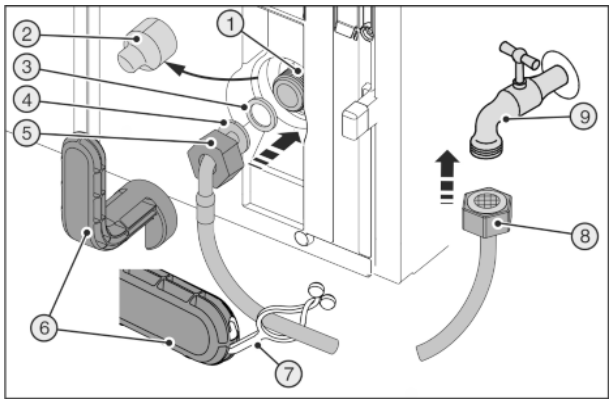
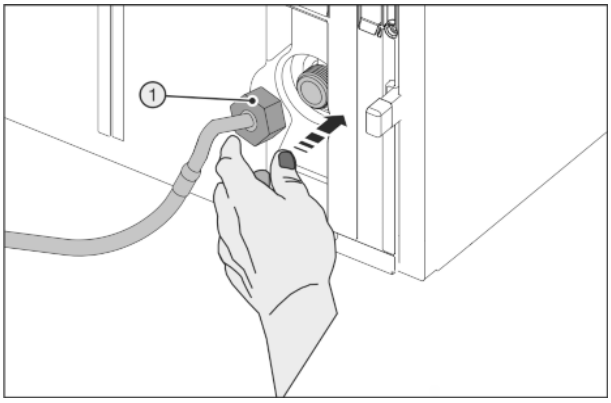

Fig. 28
Fig. 29
Broken auxiliary tool *Fig. 28 (6)*.
▶ Only use an auxiliary tool *Fig. 28 (6)* at room temperature.
▶ Remove the cover *Fig. 28 (2)*.
▶ Easy to fit: Place the straight end of the hose *Fig. 28 (8)* to the left on the floor.
▶ Slide the nut *Fig. 28 (5)* over the angled end of the hose *Fig. 28 (4)* up to the end and secure.
▶ Moisten *Fig. 28 (3)* the seal and push onto the nut *Fig. 28 (5)*.
▷ The seal *Fig. 28 (3)* lies flat and is easily retained.
▶ Position the nut *Fig. 29 (1)* carefully and screw it directly onto the thread with two fingers until it is seated securely.
▶ Tighten the nut *Fig. 29 (1)*clockwise with the auxiliary tool *Fig. 28 (6)* until maximum torque is reached and the auxiliary tool *Fig. 28 (6)* overtightens.
▶ Screw the nut *Fig. 28 (8)* onto the stopcock *Fig. 28 (9)*.
▶ Tighten the nut *Fig. 28 (8)*clockwise with the auxiliary tool *Fig. 28 (6)* until maximum torque is reached and the auxiliary tool *Fig. 28 (6)* overtightens.
▶ Turn the water supply stopcock *Fig. 28 (9)* on and check the whole water system for leaks.
▶ Hook the clip *Fig. 28 (7)* into the auxiliary tool *Fig. 28 (6)* and fix it to the stainless steel pipe to store it.